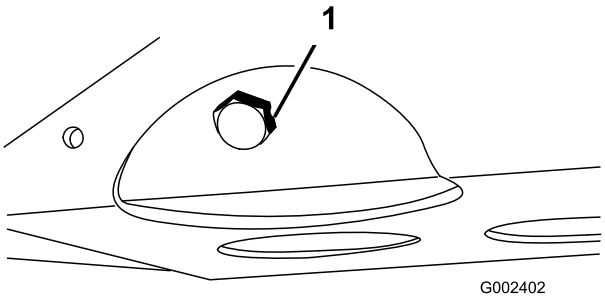

Figura 44
2. Togliete il tappo di spurgo e lasciate defluire l'olio in una bacinella (Figura 44).